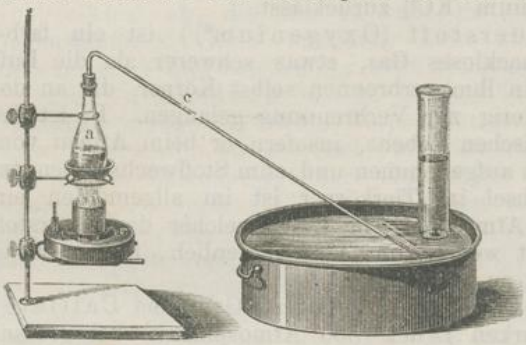

Fig. 44.
4. Sauerstoffentbindung aus chlorsaurem Kali (Fig. 44). Etwa 10 Gramm chlorsaures Kali erhitze man in einem kleinen Kölbchen oder Retörtchen über der Gasflamme oder der Weingeistlampe mit doppeltem Luftzug. Das Gefäss verbinde man, durch einen luftdichten Kautschuk- oder Korkstopfen, mit einer Glasröhre, deren anderes Ende in eine Wanne mit Wasser — sog. pneumatische Wanne — untertaucht. Sowie das chlorsaure Kali geschmolzen ist, stülpe man über das Ende der Röhre einen mit Wasser voll angefüllten Glascylinder oder eine Flasche. (Man fülle das Gefäss zuerst mit Wasser bis zum Überlaufen, verschliesse es, kehre es um und öffne es unter dem Wasserspiegel der Wanne). Das sich entwickelnde Sauerstoffgas steigt in Blasen in das Glasgefäss und drängt das Wasser heraus. Ist dasselbe mit Gas angefüllt, so verschliesse man es noch unter Wasser und ersetze es durch ein anderes mit Wasser gefülltes Glas.